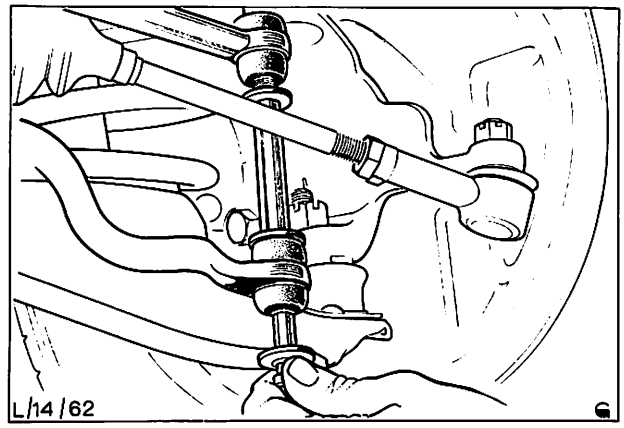

Abb. 47 Verbindungsgestänge lösen
5. Muttern abschrauben und Verbindungsgestänge vom Stabilisator trennen, Abb. 47.